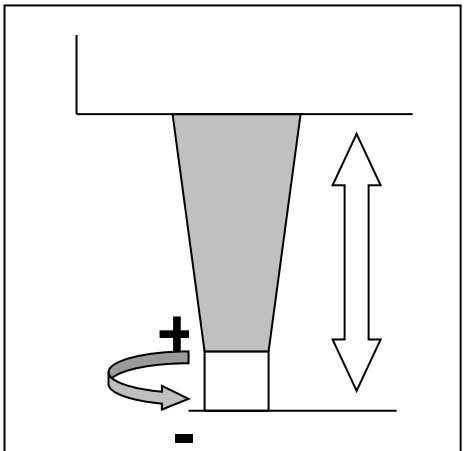

Abb. 5.1.2: Darstellung der Höhenverstellung der Füße
5.1.2 Stellen Sie das Gerät absolut waagerecht auf. Bei Modellen mit Vorratsbehälter verwenden Sie zur Ausrichtung die verstellbaren Füße (siehe Abb. 5.1.2). Anschließend ein leichtes Gefälle nach hinten herstellen, indem Sie einen Höhenunterschied von max. 5 mm zwischen den vorderen und den hinteren Füßen einstellen. **Dabei die waagrechte Einstellung über die Breite des Gerätes nicht verändern !**